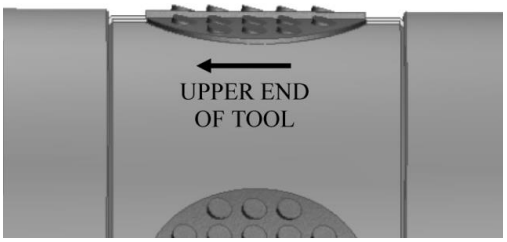

Fig. 3
K-2.8.2) Install hold down buttons (30) into hold down body (6) (Fig. 3). Align slot in hold down buttons (30) with slot in hold down body (6).